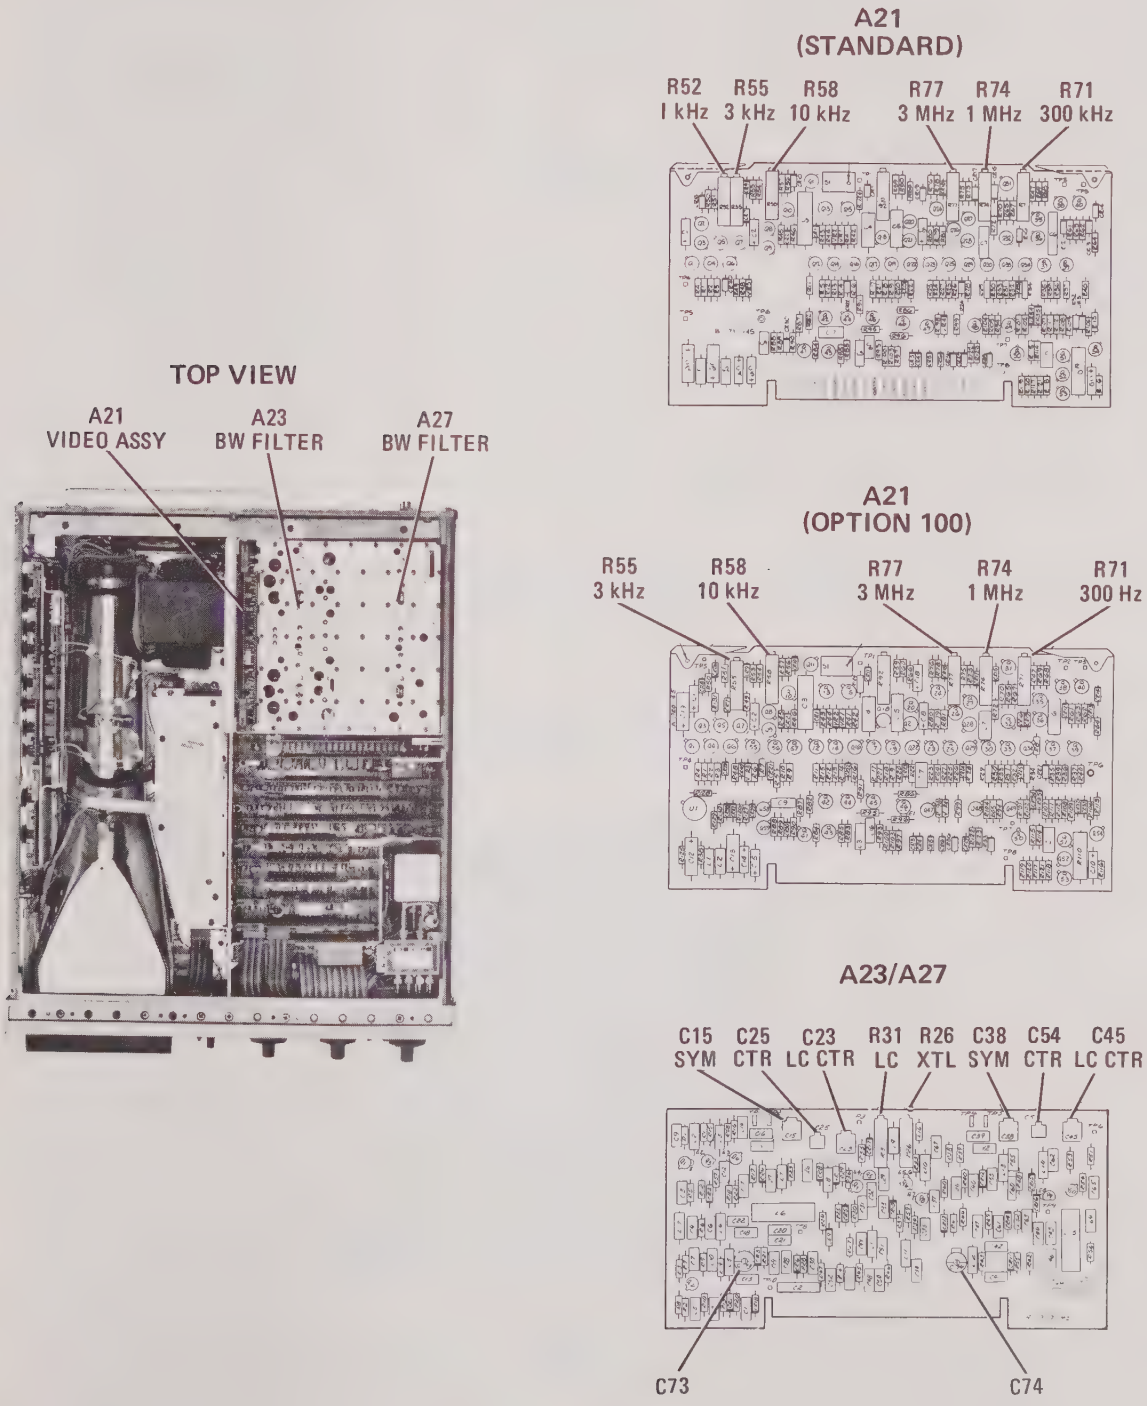
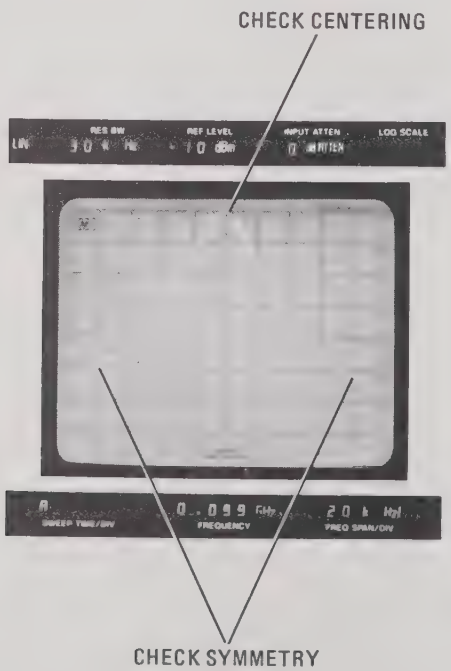

Figure 5-22. Bandwidth Filter Adjustment Locations
Figure 5-23. Crystal Filter Adjustment CRT Display
e. Adjust front panel TUNING control to center bandpass spike (Figure 5-23) on CRT display.
f. Adjust A23C54 CTR and A23C38 SYM (Figure 5-22) for a centered and symmetrical bandpass. Crystal center adjustment A23C54 is adjusted for minimum signal amplitude (Figure 5-23).
h. Adjust A23C25 CTR and A23C15 SYM for a centered and symmetrical bandpass. Crystal center adjust A23C25 is adjusted for minimum signal amplitude (Figure 5-23).
j. Adjust A27C54 CTR and A27C38 SYM for a centered and symmetrical bandpass. Crystal center adjustment A27C54 is adjusted for minimum signal amplitude (Figure 5-23.)
l. Adjust A27C25 CTR and A27C15 SYM for a centered and symmetrical bandpass. Crystal center adjustment A27C25 is adjusted for minimum signal amplitude (Figure 5-23).